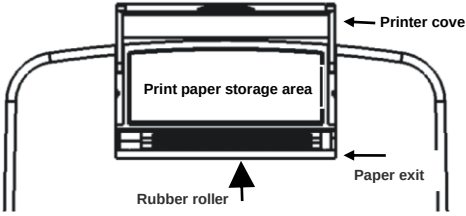

Figure 2.2
1) Open the printer cover in the direction of upward, as shown in figure 2.2.